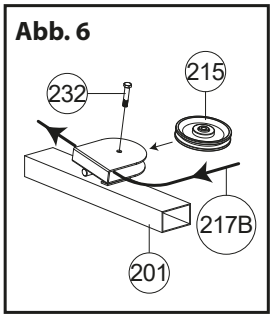

Abb. 6
1. Führen Sie das Kabel (217B) weiter unter des Gewichtsblockes und um die 114mm Umlenkrolle (215) und montieren Sie die Umlenkrolle (215) an dem Hauptrahmen der Beinpresse (202) mit einer Schraube (232) [Abb. 6].